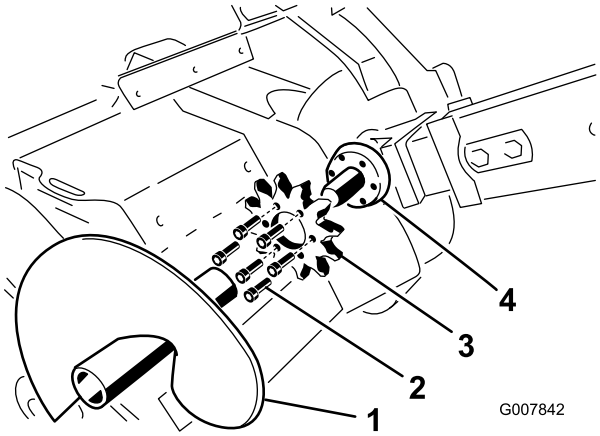

**Rysunek 61**
3. Usuń świder do hałd (Rysunek 61).
8. Usuń sześć śrub mocujących napędowe koło łańcuchowe (Rysunek 61).
9. Usuń i wyrzuć napędowe koło łańcuchowe (Rysunek 61).
10. Oczyść powierzchnię montażową koła łańcuchowego na koparce do rowów (Rysunek 61).
11. Wsuń nowe koło łańcuchowe na wał (Rysunek 61).
12. Dokręć ręcznie sześć śrub mocujących koło łańcuchowe (Rysunek 61).